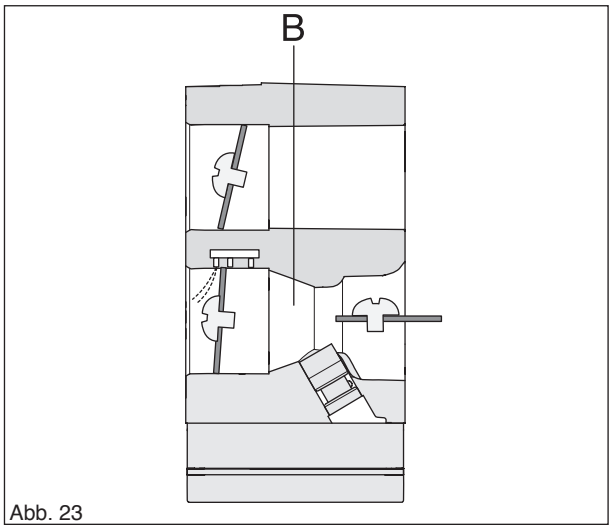

Abb. 23
Zur Mischeinheit (B) gehören Choke, Gasklappe und Verteiler. Hier werden Luft und Kraftstoff zu einem Kraftstoff/Luft-Gemisch vermengt, das vom Zündfunken gezündet werden kann. (Siehe Abb. 23.)